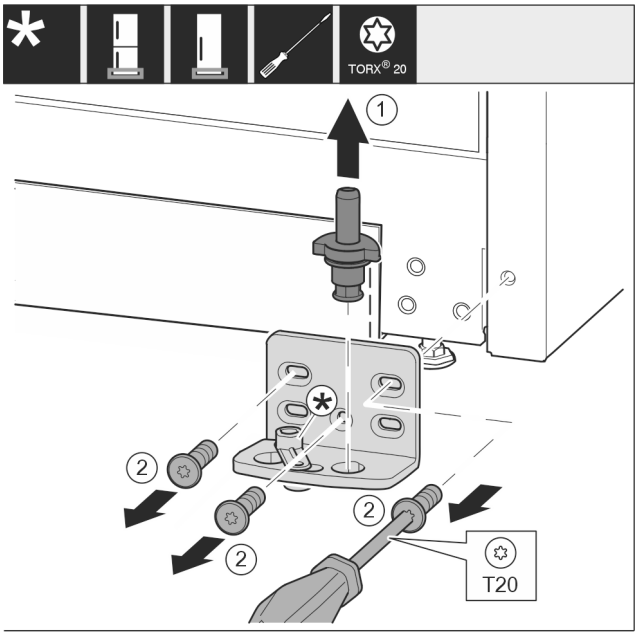

Fig. 15
▶ Ležajni sornik *Fig. 15 (1)* v celoti izvlecite v smeri navzgor.
▶ Odvijte vijake *Fig. 15 (2)* z izvijačem in snemite ležajni podstavek.